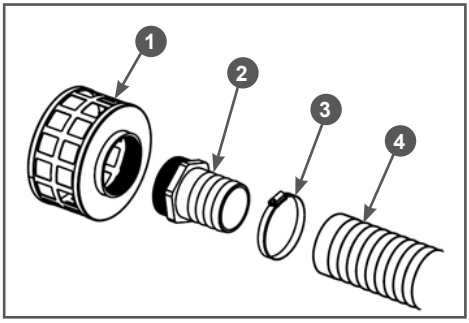

Рис. 7 Установка всасывающего фильтра
1. Закрутите в корпус 1 всасывающего фильтра коннектор 2 всасывающего рукава (Рис. 7).
2. Наденьте до упора всасывающий рукав 4 на патрубок коннектора 2 и затяните его хомутом 3 (Рис. 7).